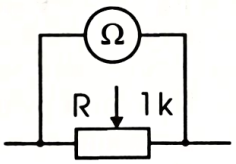

Рис. 4
2. Соберите цепь по рис. 4 и, медленно перемещая движок резистора из одного крайнего положения до другого, следите за показанием дисплея. Объясните причину изменения показания прибора.